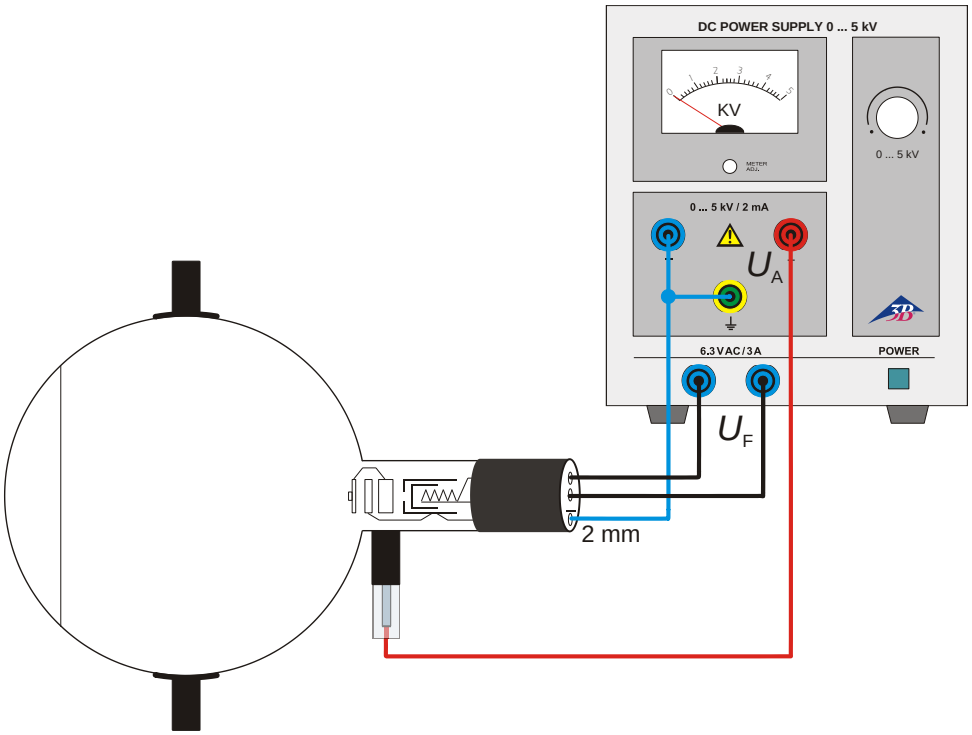

Fig. 2 Cablaggio del tubo di diffrazione elettronica D
- Realizzare una struttura di prova come da fig. 2. Collegare il polo negativo della tensione anodica mediante il jack da 2 mm.